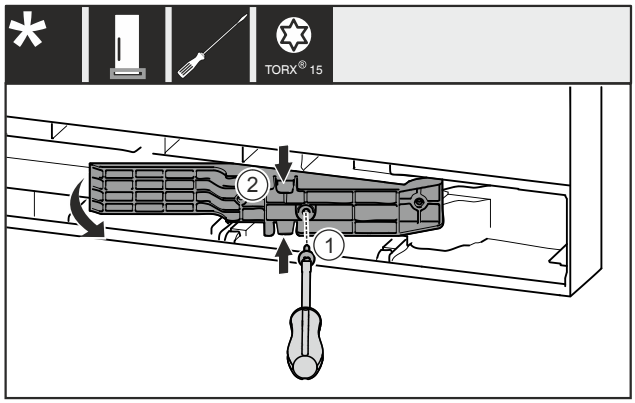

Fig. 13 *
▶ 移除螺栓 *Fig. 13 (1)*。*
▶ 将上方和下方适配件 *Fig. 13 (2)*轻轻挤压在一起，然后向前拉出。*